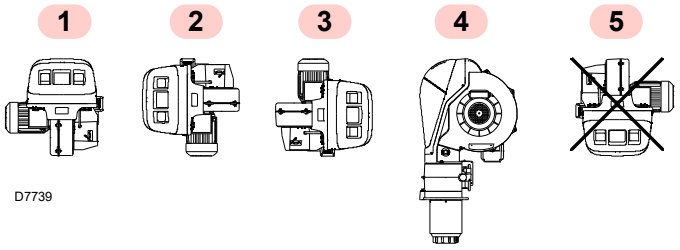

Afb. 8
- De brander is voorzien om uitsluitend in de posities **1, 2, 3 en 4** te werken (Afb. 8).